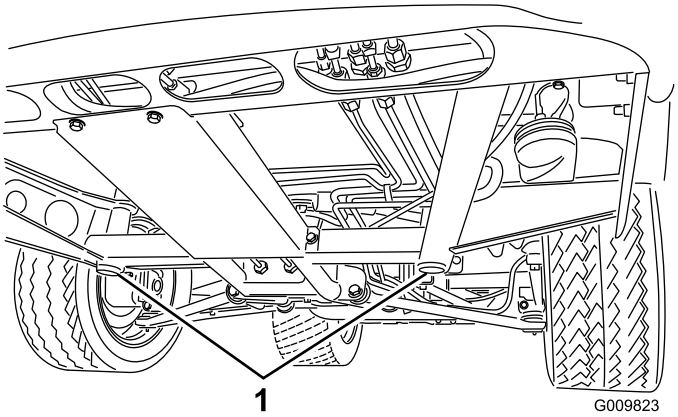
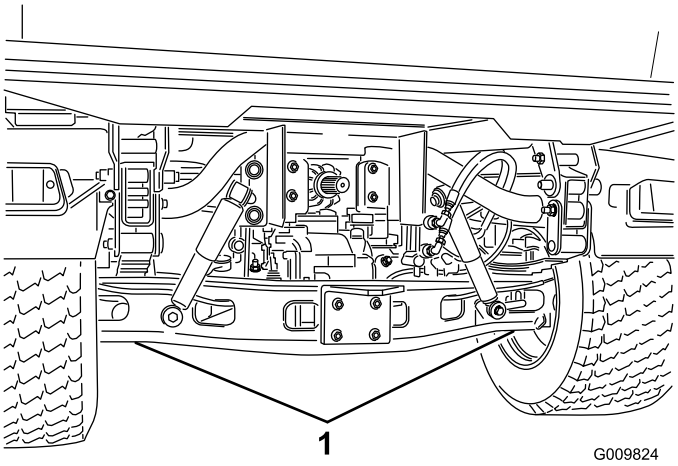

Figura 35
Figura 36
- Il punto di sollevamento della parte anteriore della macchina si trova sotto il supporto anteriore centrale del telaio (Figura 35), mentre quello della parte posteriore si trova sotto l'assale (Figura 36).